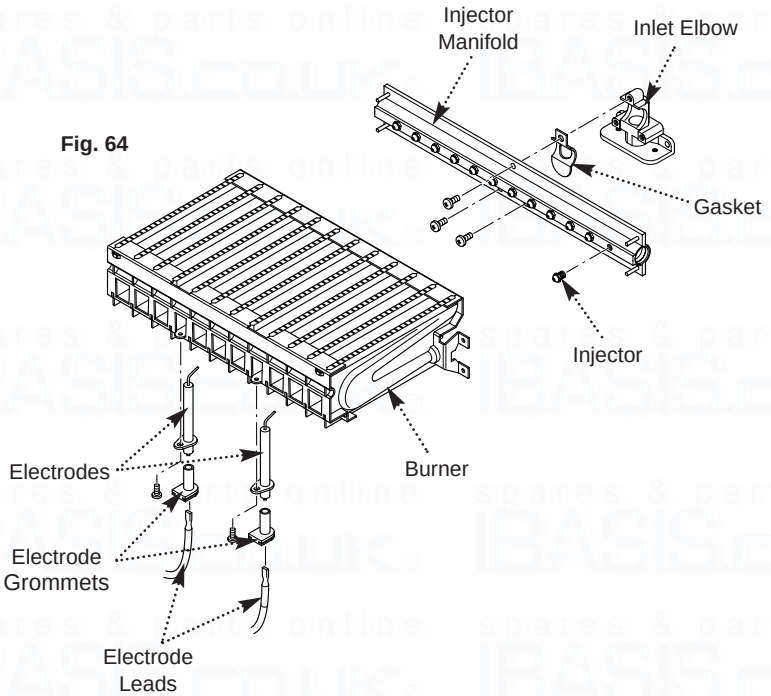

Fig. 64
12.5 Injectors (Fig. 64)
12.6 Electrodes (Fig. 64)